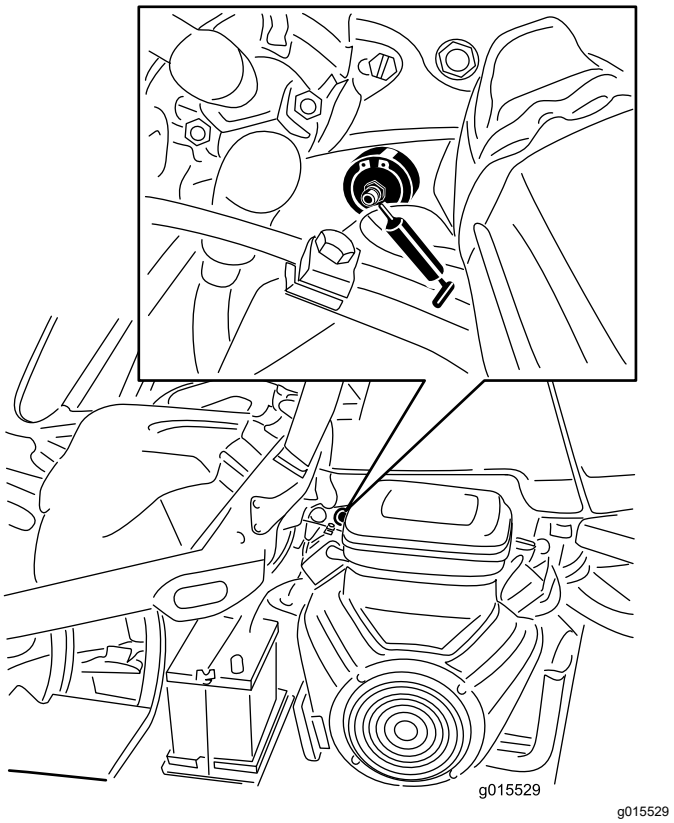

Figur 28
1. Tør smøreniplen ren, så der ikke føres fremmedlegemer ind i lejet eller bøsningen (Figur 28).